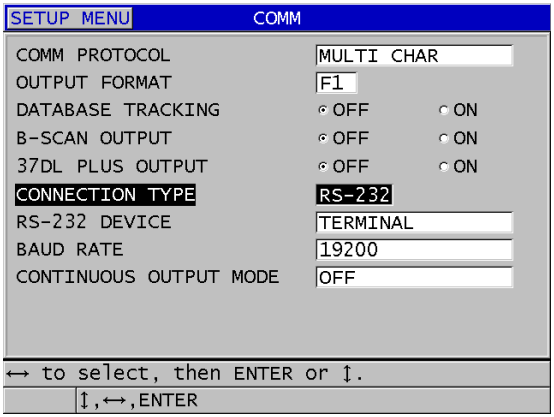

Rysunek 14-3 Wyświetlanie parametrów komunikacji
7. Na ekranie **COMM** (Komunikacja) (patrz Rysunek 14-3 na stronie 288):